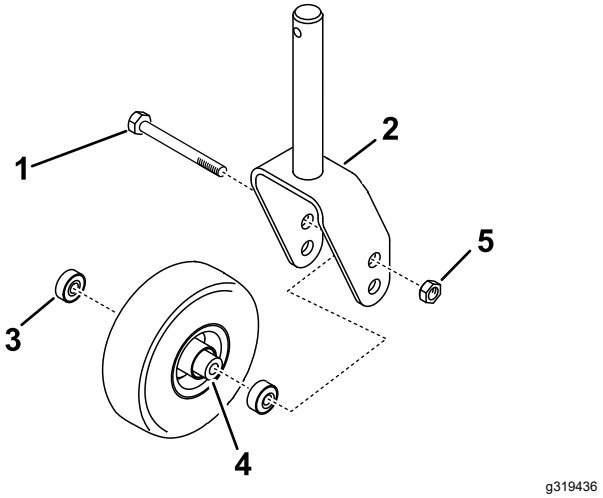

Figure 6
1. Assemble the caster wheels to the castor fork as shown in Figure 6.